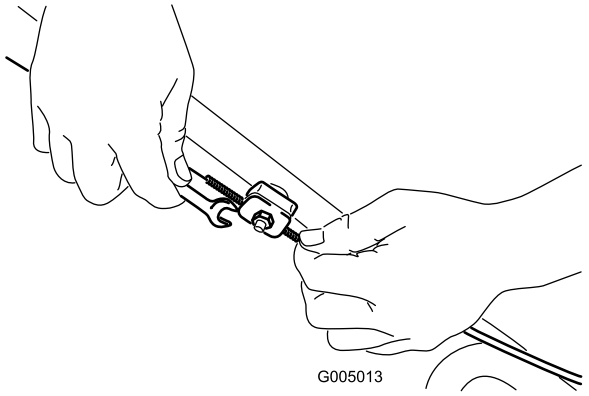

Figur 29
1. Løsn møtrikken til kabelunderstøtningen (Figur 29).